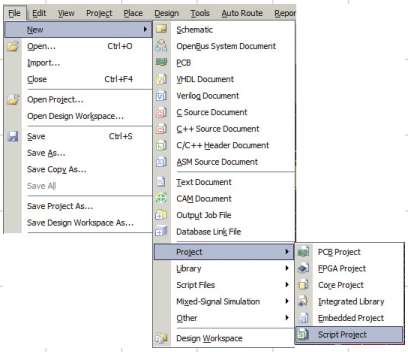

Рис. 1. Образование нового скрипт-проекта
1. Командой главного меню **File** → **New** → **Project** → **Script Project** образовать новый скрипт-проект (рис. 1).